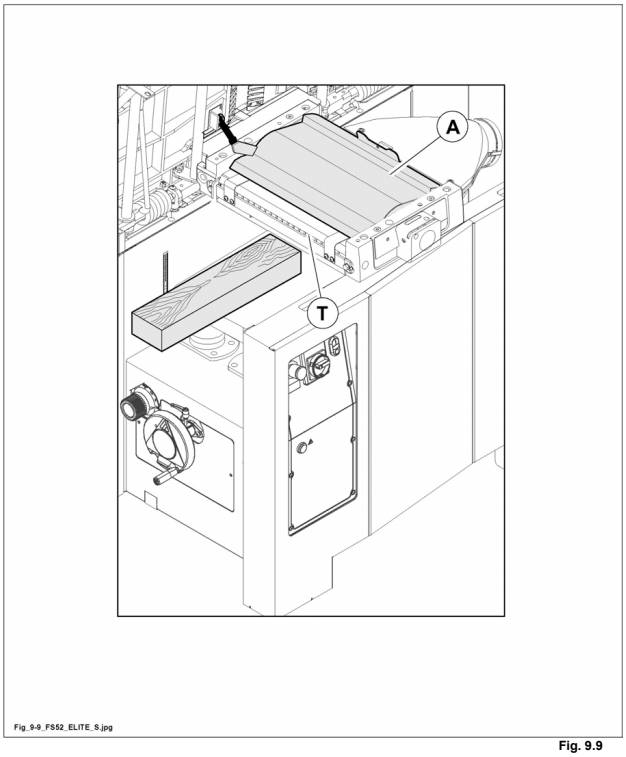

Fig. 9.9
- Appositi martelletti (T fig. 9.9) antiritorno a funzionamento automatico operanti con qualsiasi spessore di legno, evitano che il pezzo in lavorazione possa essere respinto verso l'operatore, assicurando così un'efficace protezione attiva.
- Prima di ogni turno di lavoro, controllare che tutti i martelletti (T fig. 9.9) si possano muovere ruotando sul proprio albero di supporto con estrema scioltezza.
- La presenza di trucioli e polvere in corrispondenza dei martelletti (T fig. 9.9) antiritorno può compromettere il buon funzionamento della macchina.
- L'apertura dei martelletti (T fig. 9.9) potrebbe permettere l'eiezione di schegge compromettendo la sicurezza dell'operatore.
- Per prevenire l'eventuale indurimento o bloccaggio di alcuni martelletti (T fig. 9.9), mantenerli costantemente puliti, asportare i trucioli o pezzetti di legno che si fossero incastrati fra essi.
- La lavorazione a spessore può avvenire solo se la protezione è in posizione (A fig. 9.9).